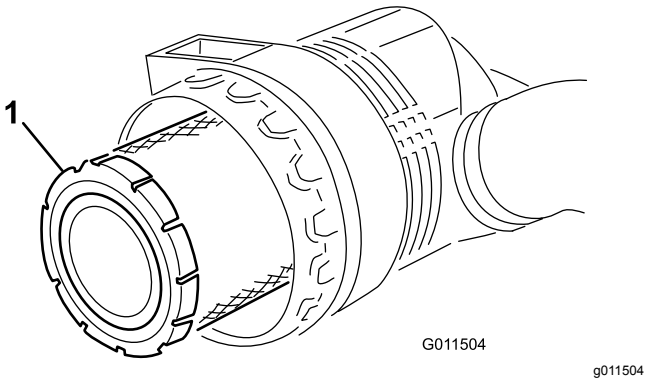
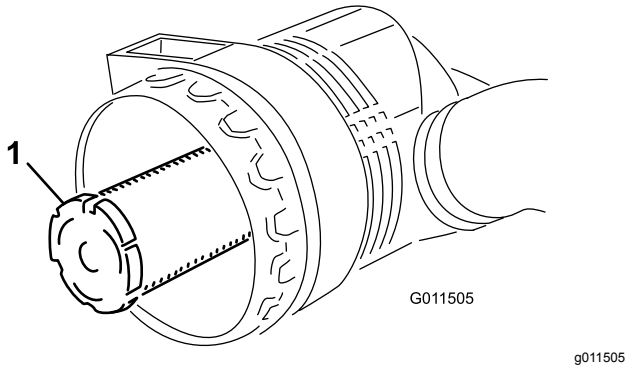

Figuur 71
Figuur 72
3. Verwijder het voorfilter (Figuur 71). Het wordt afgeraden het gebruikte element te reinigen omdat dit kan leiden tot beschadiging van de filtermedia. Inspecteer het nieuwe filter op transportschade en controleer het uiteinde van het filter, dat goed moet aansluiten, en de filterbehuizing. Een beschadigd element mag niet worden gebruikt. **Verwijder het veiligheidsfilter** niet (Figuur 72).
Belangrijk: **Probeer nooit een veiligheidsfilter te reinigen (Figuur 72). Plaats steeds een nieuw veiligheidsfilter als het voorfilter drie onderhoudsbeurten heeft gehad.**
4. Plaats het voorfilter terug (Figuur 71).